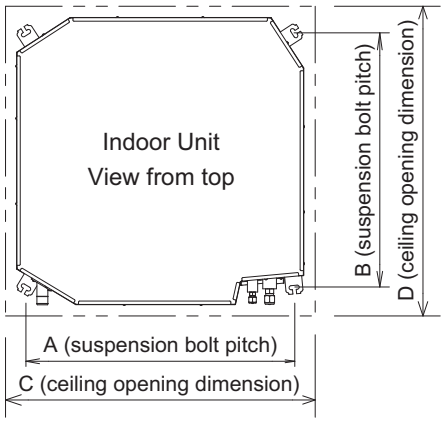

Fig. 2-42
(2) Follow Fig. 2-42 and Table 2-13 to make the holes in the ceiling.